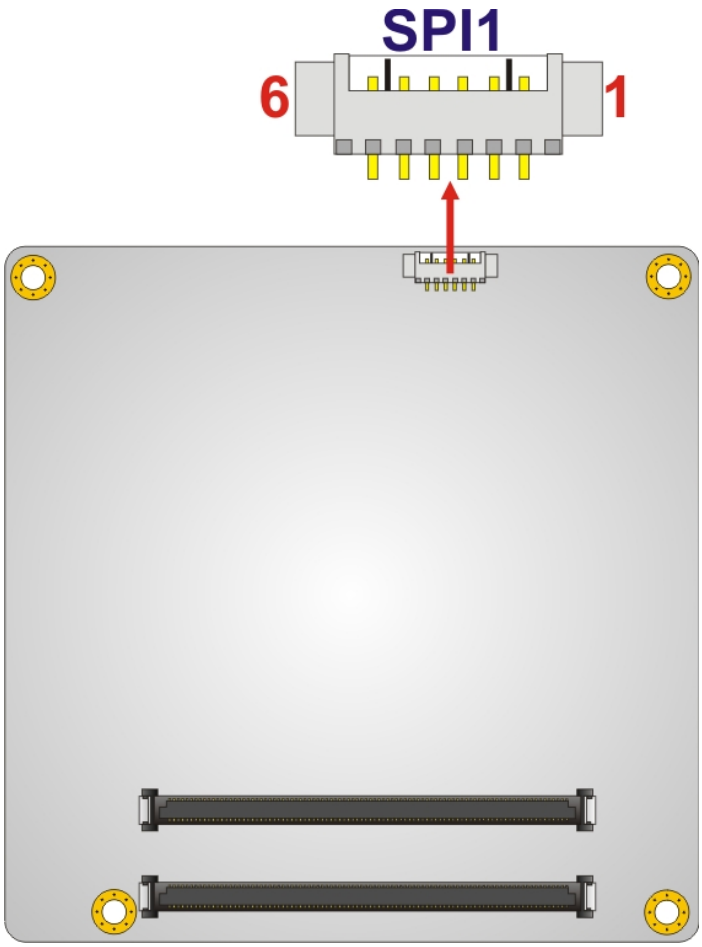

**Figure 3-6: SPI Flash Connector Location**
**CN Location:** See **Figure 3-6**